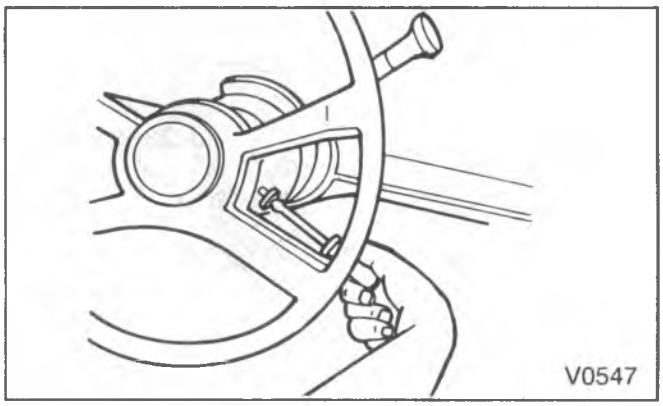

Figure 12 – Removing Hazard Warning Knob
- Remove retainer screw (figure 12).